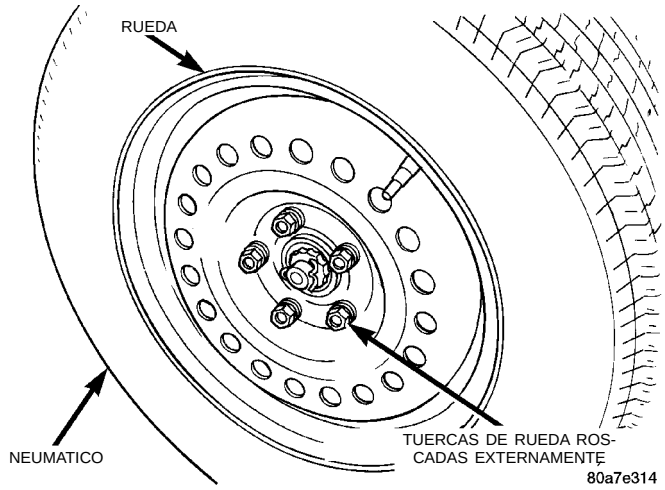

Fig. 13 Tuercas de la rueda
(2) Tome con fuerza el cubrerrueda y tire de él directamente hacia afuera de la rueda. Así retirará el cubrerrueda de la rueda.
(3) Retire las tuercas de la rueda (Fig. 13) de los pernos.